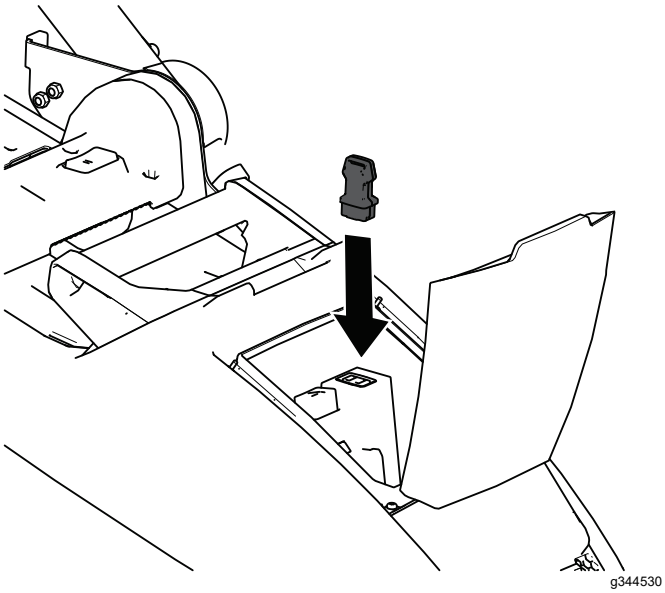

Figur 10
2. Montera säkerhetsnyckeln på maskinen (Figur 10).
1. Släpp knivstyrstången (Figur 10).
2. Ta ut säkerhetsnyckeln från maskinen (Figur 10).